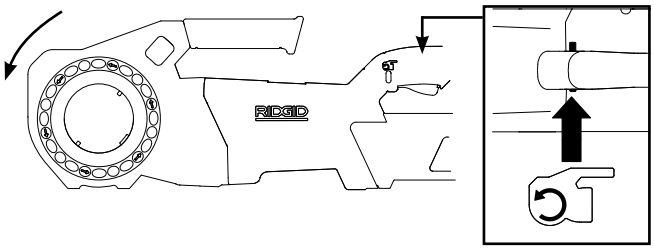

Figur 5B – REVERS (mot klokkeretningen) bryterposisjon
- Gjenta prosessen for Revers-drift *(se Figur 5B)*. Hvis drivenheten ikke roterer i riktig retning, eller PÅ/AV-bryteren ikke styrer driften av maskinen, må maskinen ikke brukes før den er reparert.